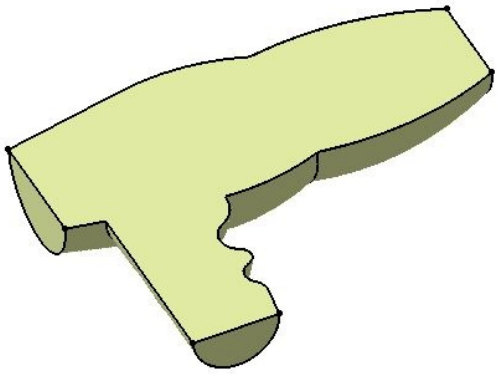

Figure 11-100 *The model after creating all flat boundary surfaces*
6. Similarly, create other flat boundary surfaces to create a closed surface body. Figure 11-100 shows the surface model after creating all the flat boundary surfaces.